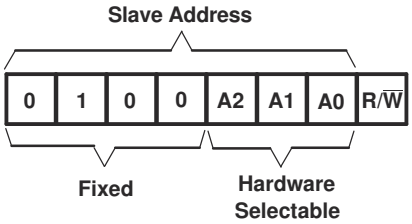
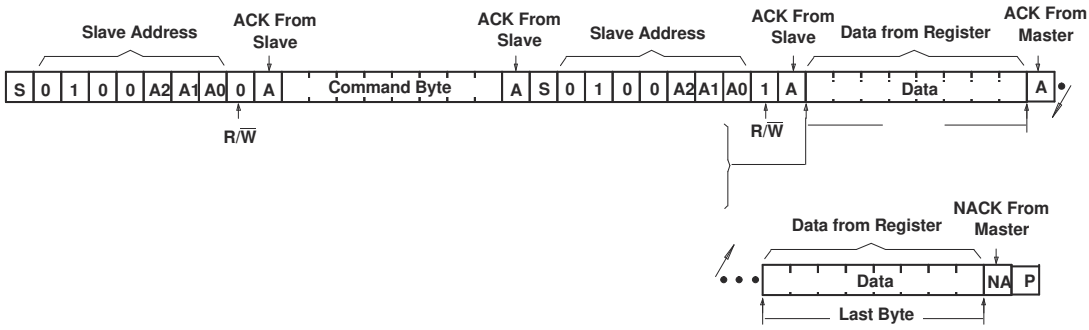

Figure 8-6. PCA9554 Address
Figure 8-10. Read From Register
Figure 8-6 shows the address byte for the PCA9554.
Data is transmitted to the PCA9554 by sending the device address and setting the least-significant bit to a logic 0 (see Figure 8-6 for device address). The command byte is sent after the address and determines which register receives the data that follows the command byte. There is no limitation on the number of data bytes sent in one write transmission.
The bus master first must send the PCA9554 address with the least-significant bit set to a logic 0 (see Figure 8-6 for device address). The command byte is sent after the address and determines which register is accessed. After a restart, the device address is sent again but, this time, the least-significant bit is set to a logic 1. Data from the register defined by the command byte then is sent by the PCA9554 (see Figure 8-10 and Figure 8-11). After a restart, the value of the register defined by the command byte matches the register being accessed when the restart occurred. Data is clocked into the register on the rising edge of the ACK clock pulse. There is no limitation on the number of data bytes received in one read transmission, but when the final byte is received, the bus master must not acknowledge the data
C. This figure eliminates the command byte transfer, a restart, and slave address call between the initial slave address call and actual data transfer from P port. See Figure 8-10 for these details.